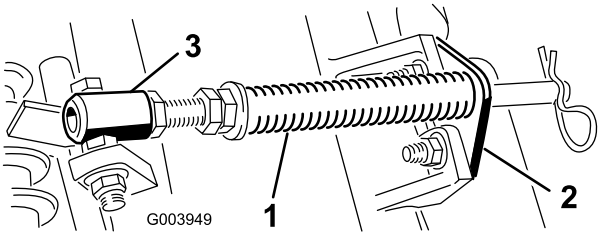

Figura 4
A. Retire los 2 pernos de cuello cuadrado y las tuercas que sujetan el soporte de la varilla a las pestañas de la unidad de corte (Figura 4).
B. Retire la tuerca con arandela prensada que fija el perno del tubo del muelle a la pestaña del bastidor de tiro (Figura 4). Retire el conjunto.